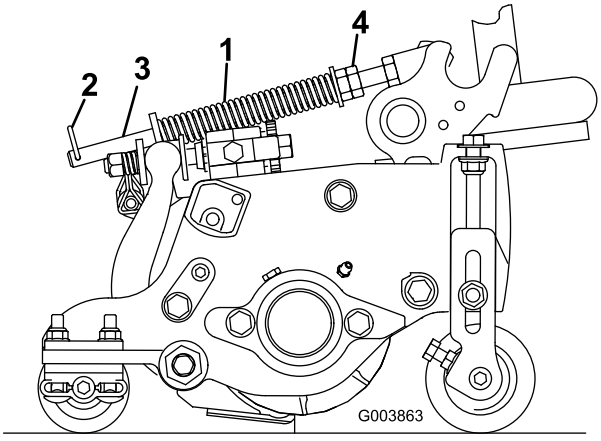

Figur 14
1. Sørg for, at låseclipsen er monteret i det bageste hul i fjederstangen (Figur 14).
2. Stram sekskantmøtrikkerne på fjederstangens forende, indtil fjederens sammentrykkede længde er 12,7 cm (Figur 14).